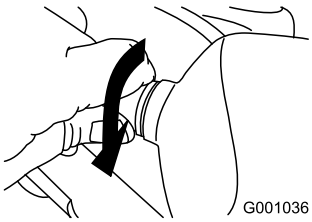

Bild 59
5. Drehen Sie den Sockel der Glühbirne nach rechts, bis er fest sitzt (Bild 59).